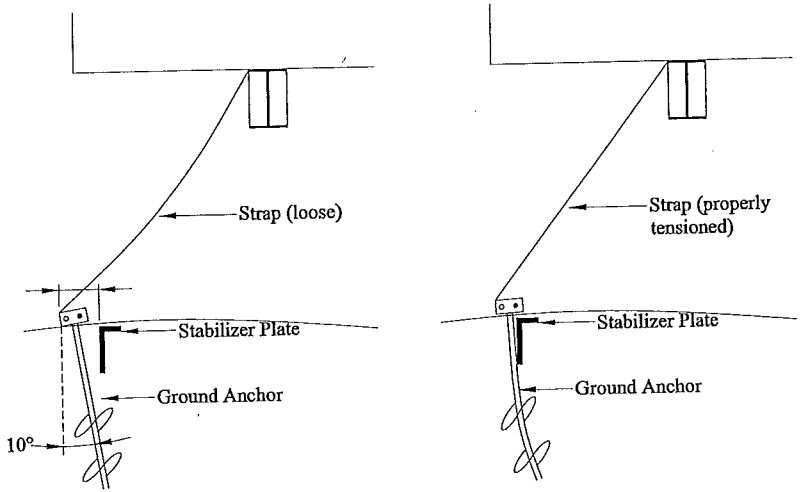

Figure 57. *Determining anchor and stabilizer plate location*
1. **Measure.** To determine the stabilizer plate location, measure from the top of the I-beam to the ground directly under it and then use the same measurement directly away from that point under the beam (**Figure 57**). The anchor and plate must be under the home, but within six inches of the exterior wall for a near beam set and ten inches minimum from the exterior wall for a far beam set. Be careful not to place in a location that will interfere with skirting.